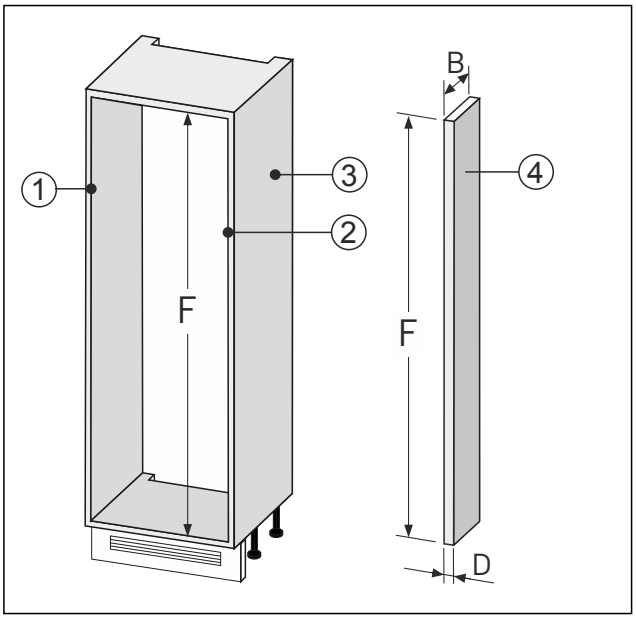

Fig. 87
▶ Zhotovte stěnové vyrovnání *Fig. 87 (4)* podle výše uvedených rozměrů.